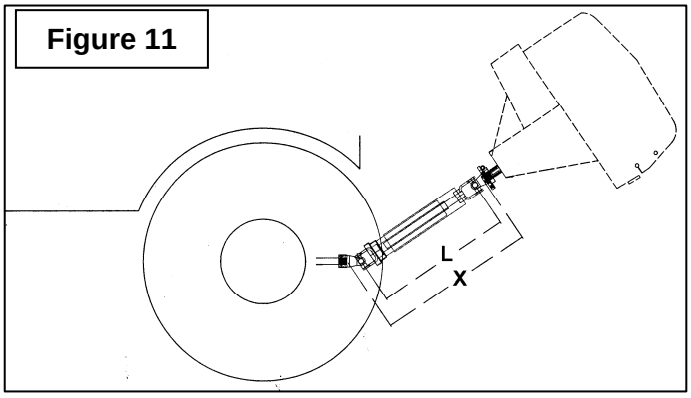

Figure 11
1. Pour déterminer la longueur **"L"** de votre modèle de tracteur, il faut d'abord trouver le facteur **"X"** en mesurant la distance horizontale entre le bout de l'arbre de commande du tracteur et le bout de l'arbre entraîné lorsque la souffleuse est en position de transport tel qu'illustré à la **Figure 11**.